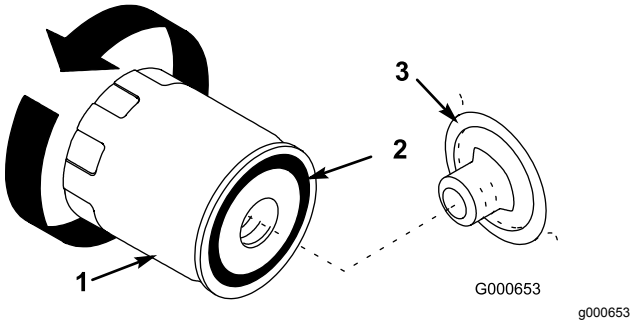

Rysunek 25
7. Wyjmij stary filtr i wytrzyj powierzchnię uszczelki adaptera filtra (Rysunek 25).
10. Nanieś cienką warstwę świeżego oleju na gumową uszczelkę nowego filtra (Rysunek 25).
11. Zainstaluj nowy filtr oleju w adapterze. Obracaj filtr oleju w kierunku zgodnym z ruchem wskazówek zegara, aż gumowa uszczelka zetknie się z adapterem, a następnie obróć filtr o dodatkowe pół obrotu (Rysunek 25).